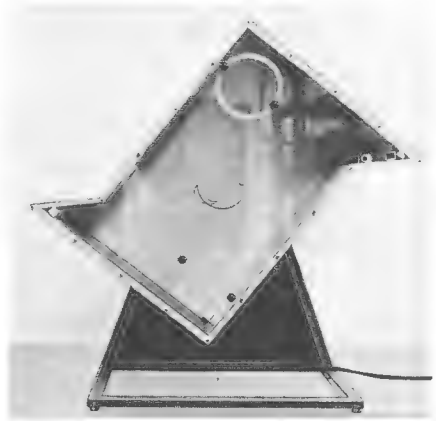

Bild 18. Drehvorrichtung zum Prüfen der Bruchfestigkeit von Teilen durch einen Dauer-Falltest
Die Prüfverfahren, mit denen die Teile auf ihre Beanspruchungen geprüft werden können, sind nahezu vollständig in der Norm „Meß- und Prüfverfahren für elektrisch-mechanische Bauelelemente DIN 41 640" zusammengetragen. Sie entspricht inhaltlich der IEC-Publication 512-1 und wird den Abschnitt 4 in DIN 41 630 ersetzen. Wenn die Teile in Geräten und Anlagen verwendet werden, die einer VDE-Vorschrift, Luftfahrtnorm (LN) oder Verteidigungsgerätenorm (VG) entsprechen müssen, sind sie den jeweiligen Prüfungen zu unterziehen, sofern sie davon betroffen sind (Bild 18).